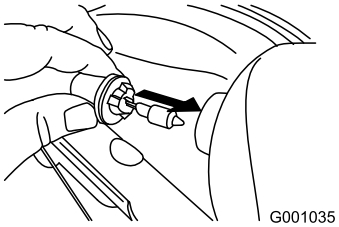

Figur 60
4. Sæt en ny pære ind bag på forlygten (Figur 60).